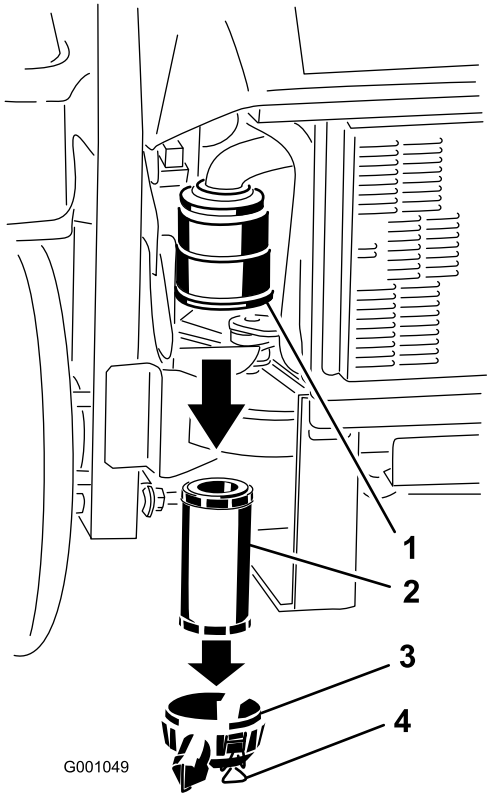

Figur 40
3. Åpne låsene på luftrenserdekslet og trekk luftrenserdekslet av luftrenserkroppen (Figur 40).
5. Skyv filteret forsiktig ut av luftrenserkroppen (Figur 40). Pass på at filteret ikke slår bort i luftrenserkroppen.